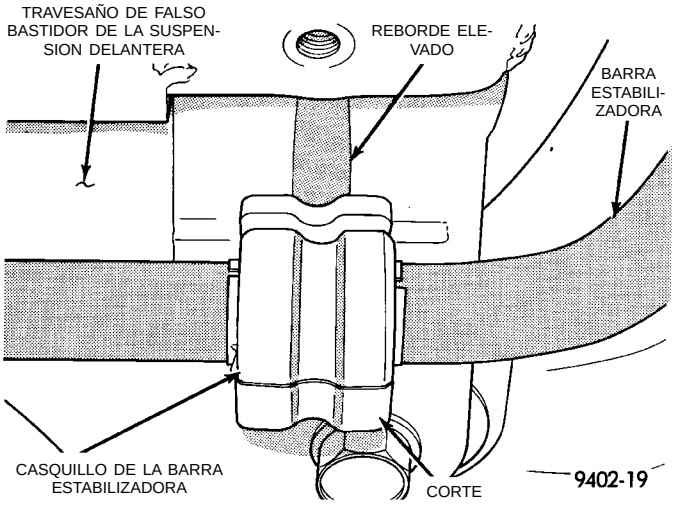

Fig. 43 Posición del casquillo de la barra estabilizadora al travesaño de falso bastidor
(3) Emplace la barra estabilizadora en el travesaño de falso bastidor delantero de modo que los cortes en los casquillos de la misma queden alineados con el reborde elevado del travesaño de falso bastidor. Instale los fiadores de los casquillos de la barra establizadora en el travesaño de falso bastidor alineando el reborde elevado del fiador con los cortes de los casquillos (Fig. 43). **No apriete por ahora los fiadores de los casquillos de la barra estabilizadora.**